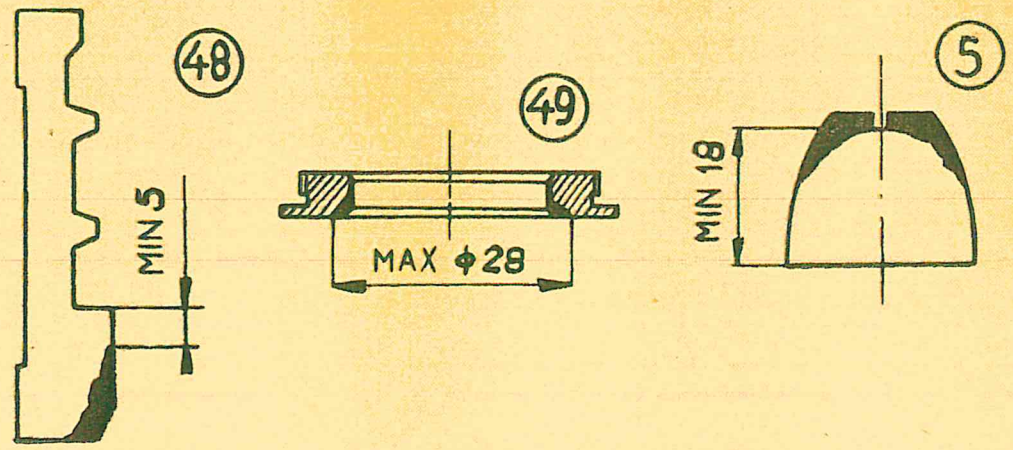

Fig. 12
Fig. 12 represents the burning limits of contact finger (48), arcing ring (49) and arcing tip (5) of contact pin (8). Higher value of wearing does not allow further operation.
The contact rose being removed, the condition of arcing ring (49), contact fingers (48) are checked (see wearing limits on Fig. 12). In the case that parts can be used for further service, the melted copper drops are removed by smooth file and the contact finger surfaces must be cleaned without damage of silver-plated coat. Also the condition of arcing tip of contact pin is checked.